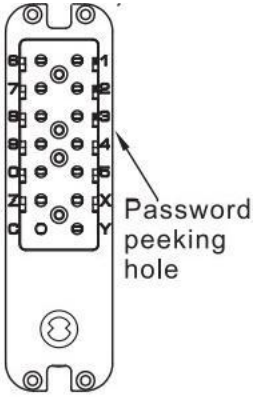

ABB. 4C
1. Wenn man das Passwort vergessen hat, muss man das Schloss von der Tür entfernen und es mithilfe des rechteckigen Passwort-Gucklochs auf der Rückseite des Schlosses suchen, wie in Abbildung 4C dargestellt.